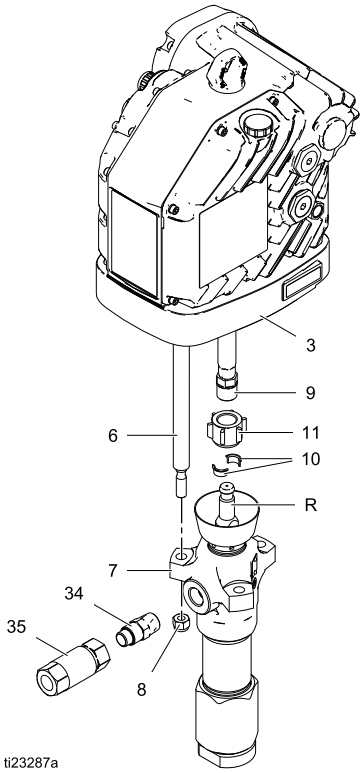

Figure 8 Ensemble de pompe Dura-Flo
4. Desserrez l'écrou d'accouplement (11) et retirez les bagues d'accouplement (10). Consultez la Fig. 8.
5. Retirez l'écrou d'accouplement de la tige de piston (R).
6. Dévissez les écrous (8) des barres d'accouplement (6).
7. Séparez le moteur (3) et le bas de pompe (7).
1. Assemblez l'écrou d'accouplement (11) avec la tige de piston (R). Consultez la Fig. 8.
2. Orientez le bas de pompe (7) vers le moteur (3). Placez le bas de pompe (7) sur les barres d'accouplement (6). Lubrifiez les filetages des barres d'accouplement (6).
3. Vissez les écrous de barre d'accouplement (8) sur les barres d'accouplement (6). Serrez les écrous (8) à un couple de 68-81 N•m (50-60 pi-lb).
4. Insérez les bagues d'accouplement (10) dans l'écrou d'accouplement (11). Serrez l'écrou d'accouplement (11) sur l'adaptateur d'accouplement (9) puis serrez à un couple de 122-135 N•m (90-100 pi-lb).